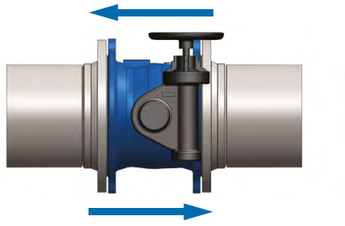
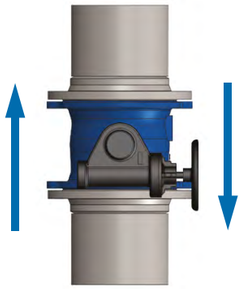

рис. 1
рис. 2
1. Положение затвора на трубопроводе при монтаже на вертикальном и горизонтальном трубопроводе: ось затвора должна располагаться горизонтально (рис. 1) и (рис. 2).